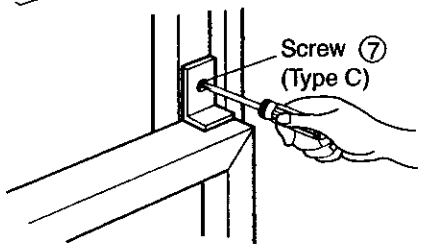

Figure 109
10. Attach the window locking bracket ⑫with a type C screw ⑦ (See Figure 109)